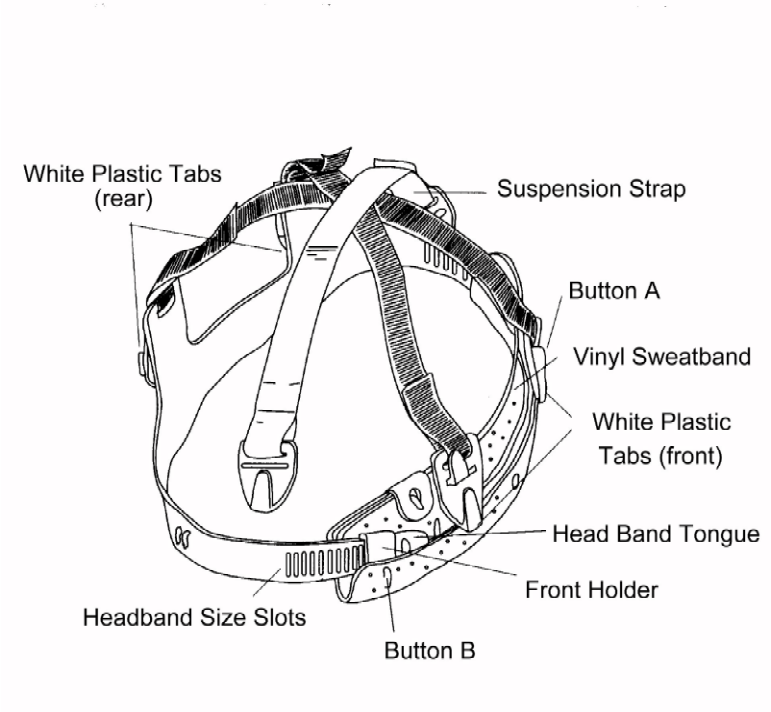

Figure 2 Suspension assembly
(1) Remove the Cape	- Open the velcro fastening - Push the cape end until the recess - Pull on end out and push it out of the cape holder until it is removed completely (see section 8.4)
(2) Remove the Suspension assembly	- Remove the suspension assembly by extracting the four white plastic tabs from the wedge-shaped holders in the inner shell.
(3) Unfasten the vinyl sweatband	- Unfasten the vinyl sweatband from the two lower outside bottoms (A and B in figure 2)
(4) Suspension adjustment	- The suspension fits head sizes 6.5 to 8. (Head sizes are marked on the headband slots) - Slide the headband tongue through the front holder until the desired head size is reached. - Adjust evenly on both sides. - Press selected slots firmly onto the lugs on the front band.
(5) Fasten vinyl sweatband	- Fasten the vinyl sweatband onto the buttons of the suspension (bottoms A + B in figure 2)
(6) Check the suspension strap	- Check that the suspension strap is in place.
(7) Readjust the suspension strap	- Try suspension on for fit and readjust if necessary.
(8) Reinstall suspension	- Reinstall suspension into the helmet by inserting the four white plastic tabs into their wedge-shaped holders on the inner shell. The tabs must fully sit in their respective holders. (see (2))
(9) Reattach cape	- Reverse order than (1)
(1) Place the middle lens on a clean flat surface. Place up to three cover lenses on top of it.
(2) Bend the straps of the two upper lenses to the top and the strap of the bottom lens down. (see figure 2)
(3) Open the visor frame and remove the cover lens respective the remaining rest of the perforated mylar lenses.
(4) Place the mylar lenses together with the cover lens on the inner lens so that the straps of the mylar lenses come through the visor frame.
(5) Hold the lenses and close the visor frame.
To replace the suspension or adjust suspension, see section 7.2. (and figure 2)